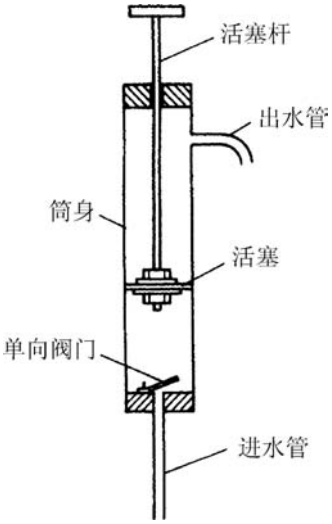

图1　活塞式抽水器
活塞式抽水器又叫吸取式抽水器，整体结构如图1所示。它是根据大气压力及气体压强随体积的改变而改变的性质制成的。
1. 何军同学一看到活塞式抽水器的图（图1）就马上说：“这不就和自行车打气筒一样嘛！”而张小峰同学却认为不一样。你认为是和自行车打气筒一样吗？打气筒能把水抽上来吗？（建议拿一个自行车打气筒拆开来看看）